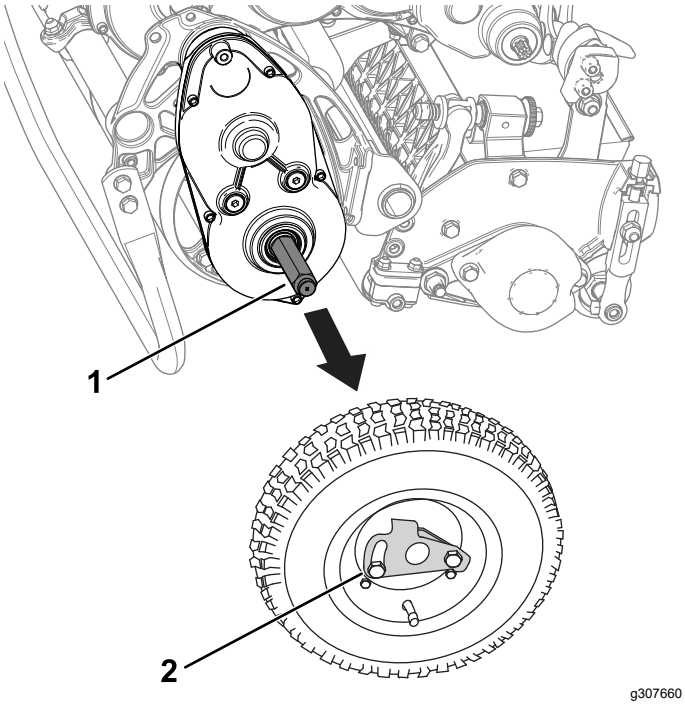

Figur 16
3. Avlägsna transporthjulen genom att trycka ut hjullåsklämmorna ur axlarna (Figur 16).